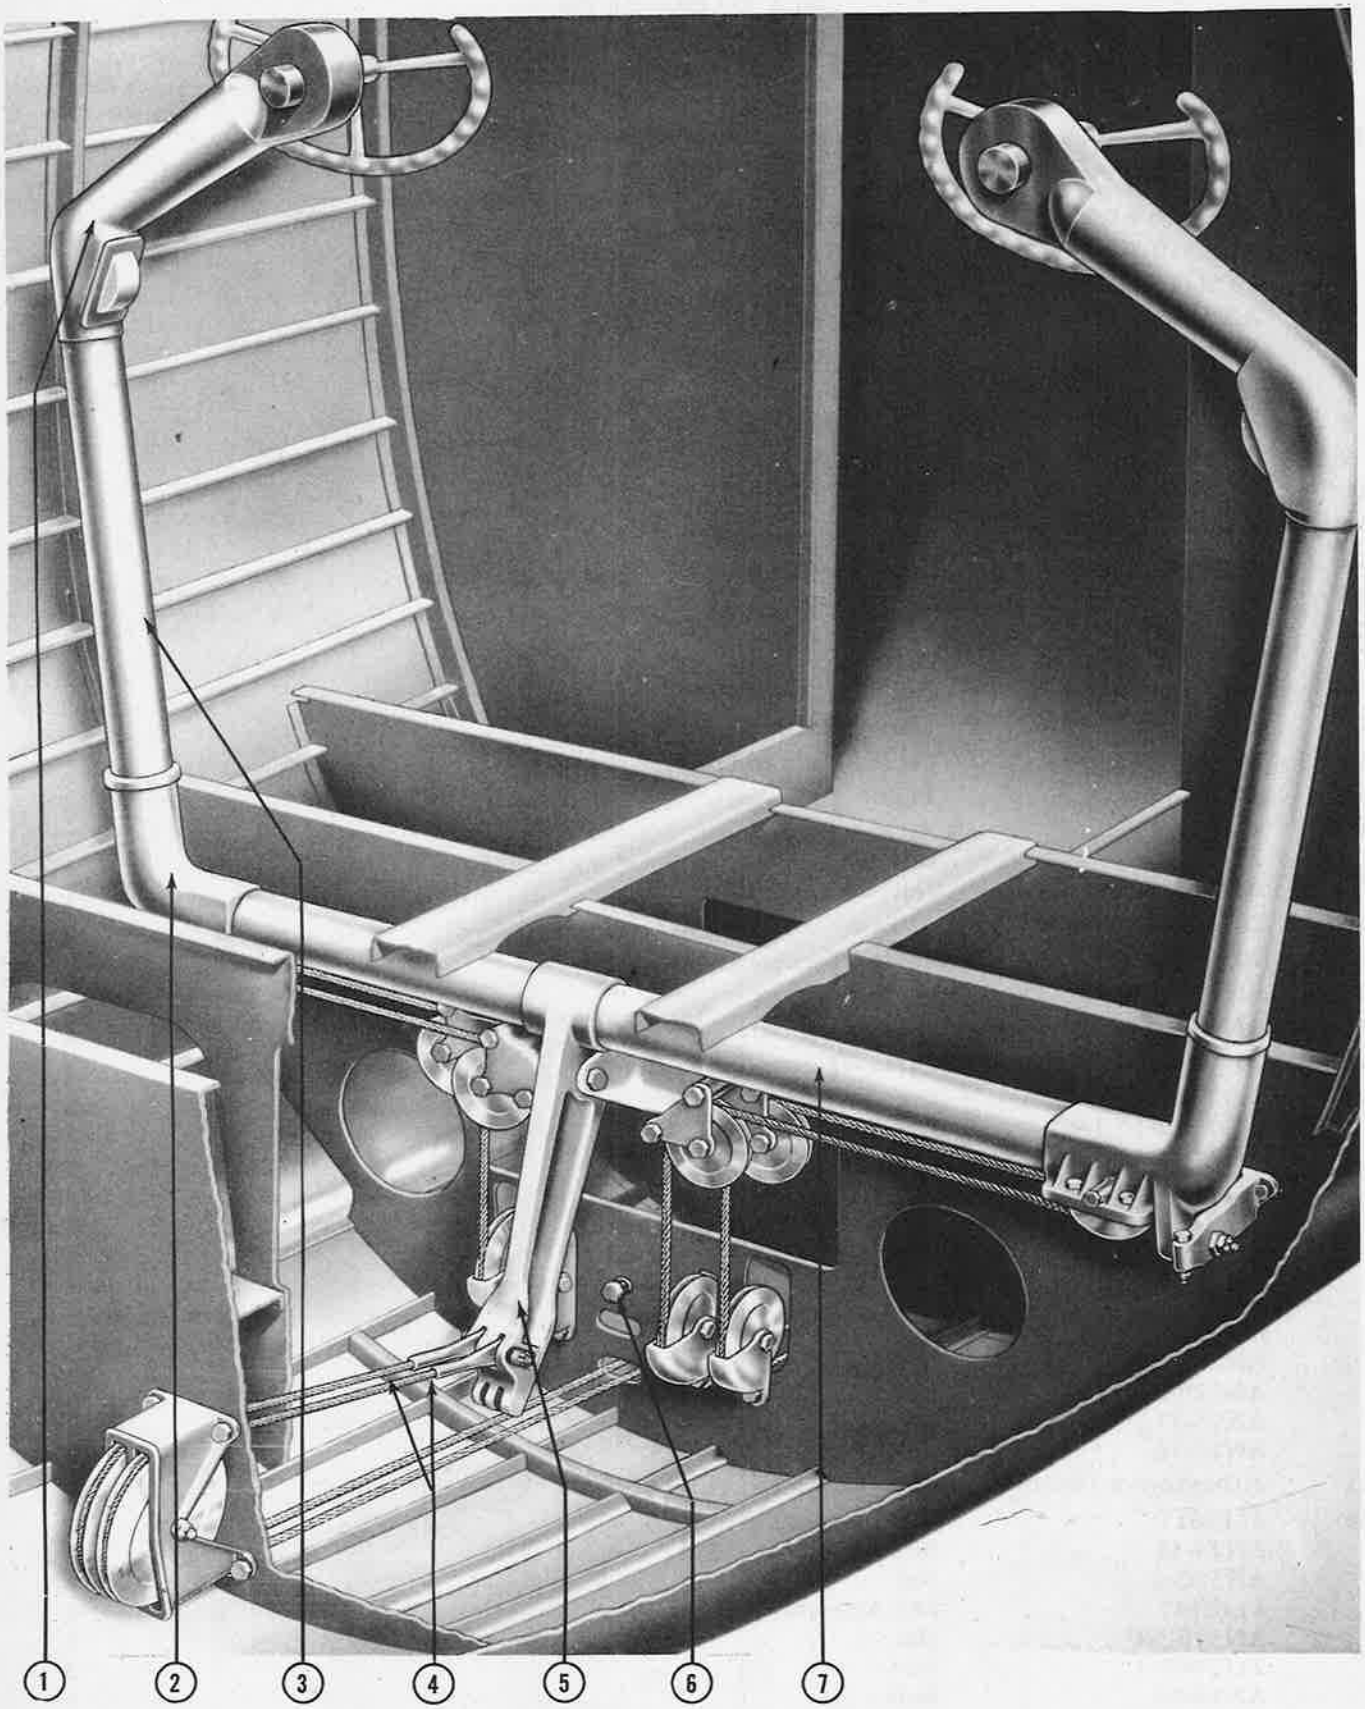
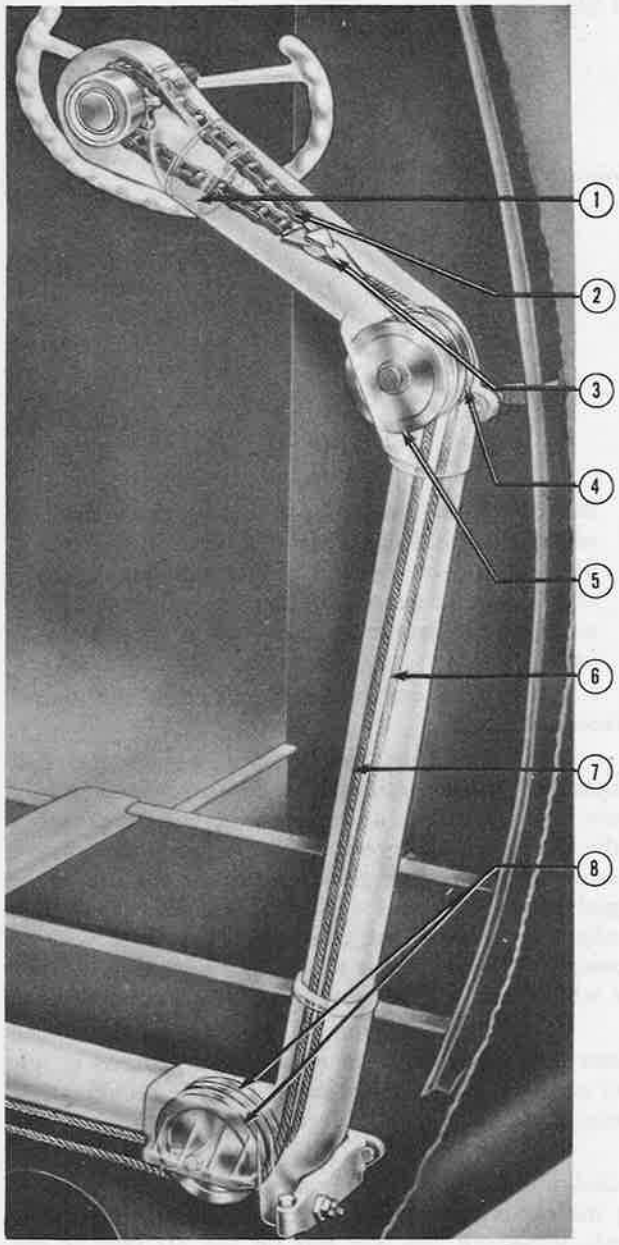

Figure 333—Control Column Installed
Figure 334—Pilot's Control Column Rigging (Left-Hand)
(a) DESCRIPTION.—Aileron movement is controlled by means of dual-control wheels mounted on the dual-control column. (See figure 333.) Wheel motion is transmitted to the aileron cables by means of a sprocket and chain (figure 334) attached to the shaft of each wheel. The aileron cables are attached to the chains in the upper elbows of the column. From this point the cables are guided on pulleys to the base of the column and aft through the fuselage to the center wing. The cables from each wheel are joined by means of links in the center wing and directed to the aileron master differential horn. From the horn the cables extend outboard through each wing and connect to the aileron actuating cranks. The cranks are linked to the ailerons by means of push-pull tube assemblies. Movement of the control wheels and the ailerons is limited by stops (figure 334) provided on the chains in the control column elbows. One of the aileron control cables is linked with the automatic pilot hydraulic servo unit (figure 335), located beneath the companionway floor. For information concerning the automatic pilot, refer to paragraph 11.
KEY TO FIGURE 333
b. ROLLER CHAIN. *(See figure 334.)*
(1) Install the surface locks on the ailerons.
(2) Disconnect the aileron control cables at the turnbuckles under the companionway floor.
(3) Remove the cap from the top of the control column.
(4) Remove the control wheel and sprocket assembly as described in paragraph 12.*c.*(1)*(c)*2.a.
(5) Lift the chain until the stops strike the stop plate, and then give the chain a quarter turn so that the stops can be drawn through the stop plate opening.
(6) Fasten the cables to the column head so that they will not drop down into the column when they are disconnected from the chain.
(7) Disconnect the chain from the cable by removing the two bolts.
(8) Lift the chain out of the column head.
c. CHAIN AND CABLE COMPLETE. *(See figure 334.)*